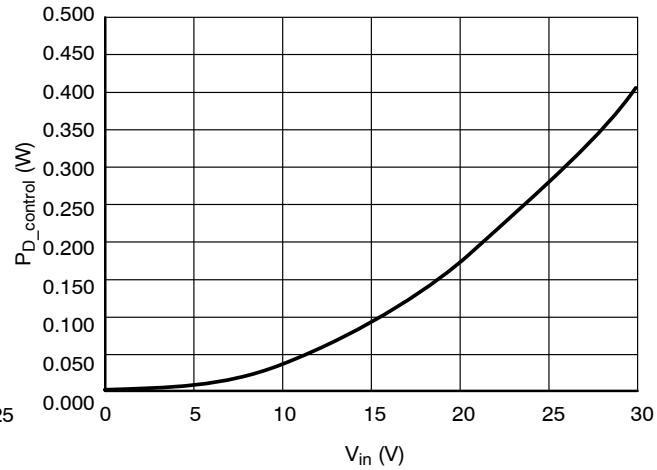

Figure 4. Internal Circuit Power Dissipation vs. Input Voltage
7. Establish Power Dissipation on the NUD4001 device's control circuit per Figure 4:
a. $P_{D_control}$ = Figure 4, for 12 V input voltage